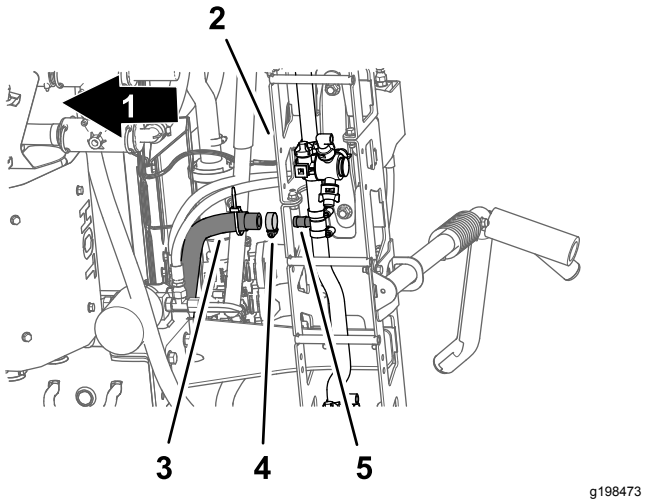

Figur 34
5. Under midtersprøjtesektionen fjernes slange-klemmen, der fastgør midtersprøjtesektionens forsyningsslange til T-stykket med modhager (Figur 34).